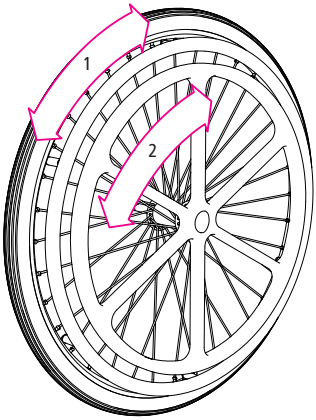

fig. 13
1. Per la marcia in avanti si spingono ambedue le ruote di spinta contemporaneamente (1+2, fig. 13).
2. La ruota di spinta esterna (1, fig. 13) controlla il lato attivo, la ruota interna (2, fig. 13) il lato passivo.